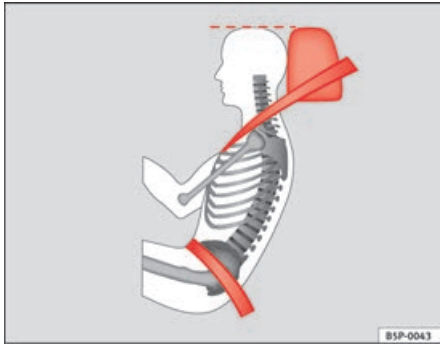

Fig. 14 Correct belt web and head restraint positions, viewed from side
- **The lap part of the seat belt must lie across the pelvis, never across the stomach. The seat belt must lie flat and snugly on the pelvis ⇒ fig. 14. Pull the belt tight if necessary to take up any slack.**